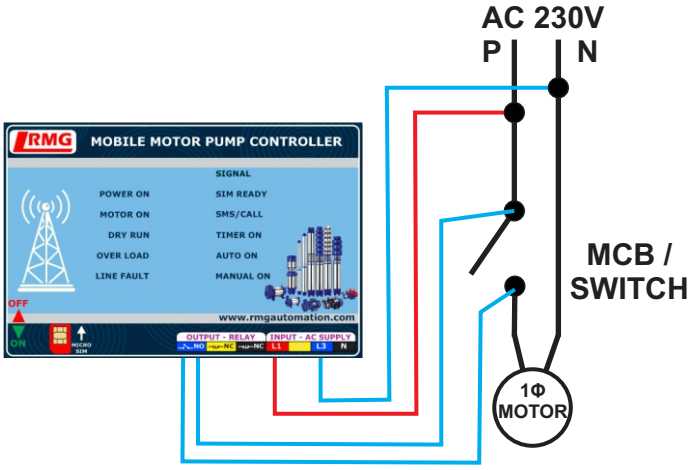

Figure1: 1Φ SWITCH/MCB
Step 3: For Single Phase -->Connect AC 230V to Red and Blue wires of GSM controller respectively. (refer figure 1). Do not use the yellow wire and dummy it.
Step 4: For Switch or MCB, Connect blue pair wire to the switch/MCB of the motor in parallel as shown in figure1.